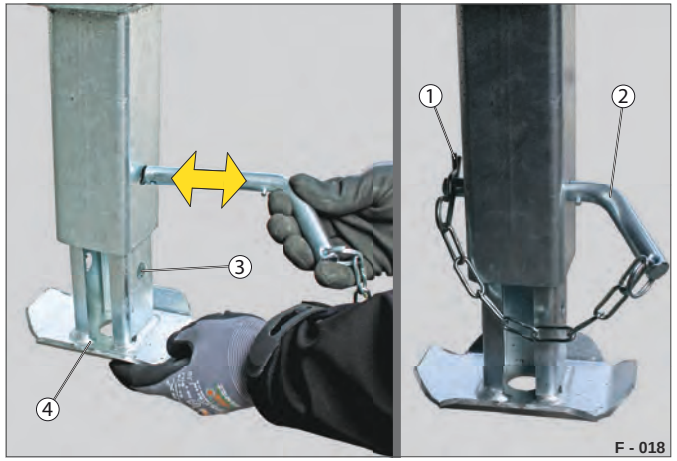

Fig. 24 Klapstøtteben, højdeindstillelige
▶ Træk fjederstiften (Fig. 24 /1) ud af bolten (Fig. 24 /2).
▶ Tilpas den justerbare fod (Fig. 24 /4) nedad, så den kan fastgøres i en boring (Fig. 24 /3).